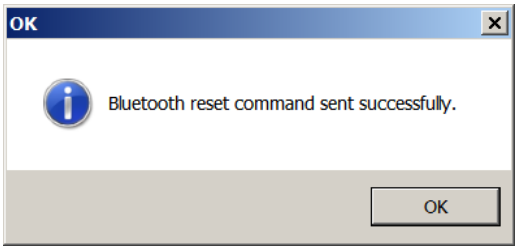

Figure 4-36 Bluetooth Reset Command Sent Confirmation Screen
2. Select "Reset Control Bluetooth Module". TapTalk will respond with a "Bluetooth Reset Command Sent Successfully" confirmation screen (Figure 4-36).